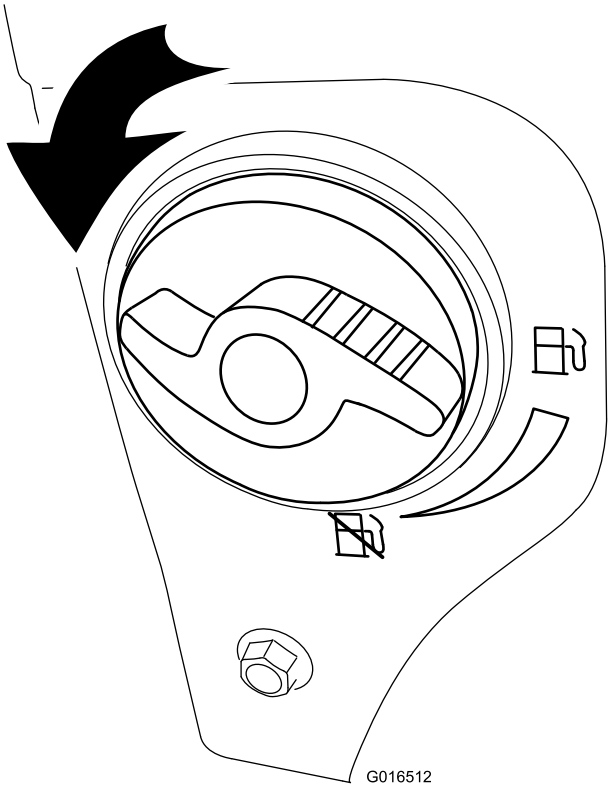

**Figur 24**
2. Öppna bränslekranen genom att vrida den 1/4 varv motsols (Figur 24).